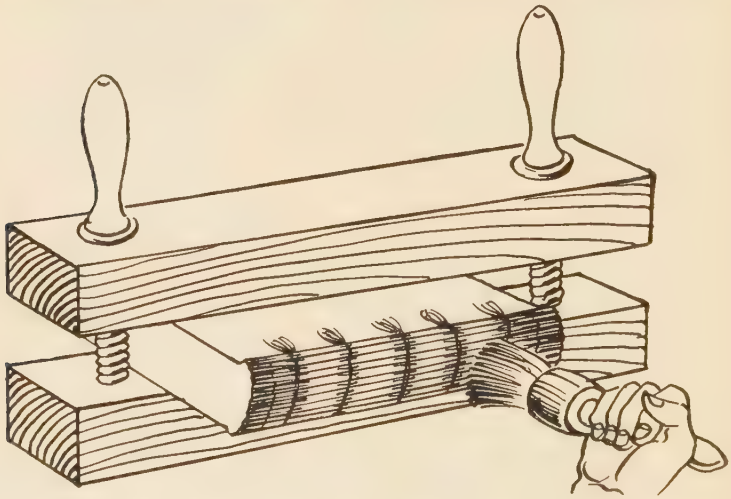

Fig. 209—Gluing-off Back Near Head and Tail for Affixing Headbands
3. Lay book in finisher's press again projecting about 1″ above "cheeks" and tip press up on table so that book is horizontal and press vertical. (Fig. 209.)